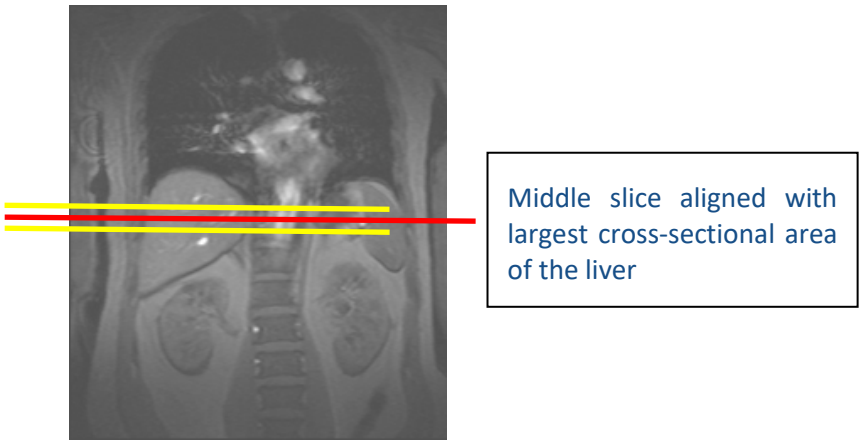

Figure 1 Example of slice positioning. Note liver position may change after the localiser/scout. **Avoid lung crest in images. Otherwise, repeat the scan**.
5. Check the scout image to ensure that the whole liver is well within the sensitive area of the abdomen/torso coil (refer to Figure 1 below).